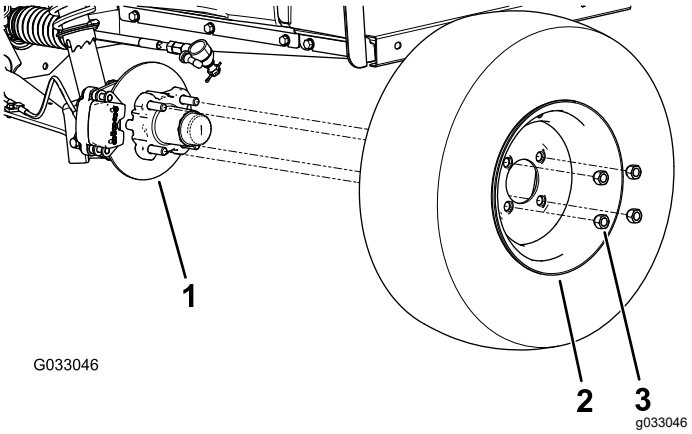

Figur 31
2. Fjern de fire hakemutrene som fester hjulet til navet (Figur 31).
4. Innrett hullene i hjulene med boltene i navet, og monter hjulet til navet med ventilstammen på utsiden (Figur 31).
5. Fest hjulet til navet med hakemutterne (Figur 31).